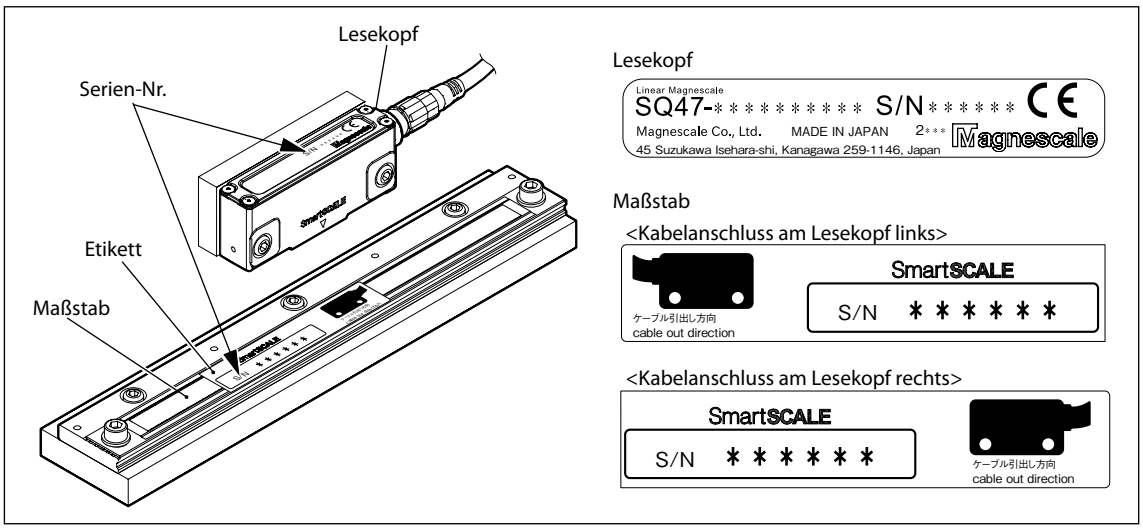

Abb. 3-6
2. Überprüfen Sie anhand des am Maßstab angebrachten Etiketts die Kabelanschlussrichtung des Lesekopfes, und stellen Sie sicher, dass die Seriennummer mit der des Lesekopfes übereinstimmt. (Siehe Abb. 3-6.)